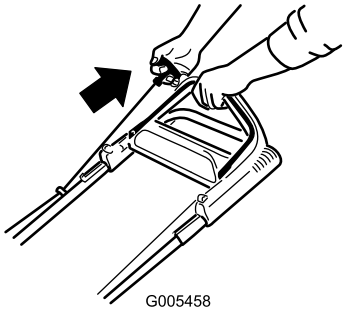
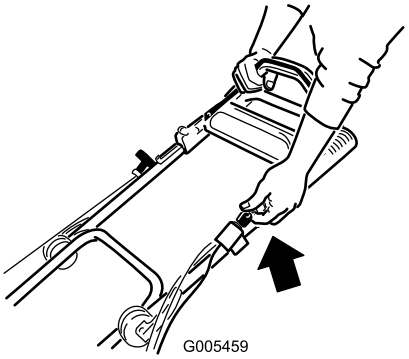

Figur 14
Figur 15
3. Træk tilbageslagsstarteren (Figur 14), eller drej tændingsnøglen som vist i Figur 15 (kun model 20638).